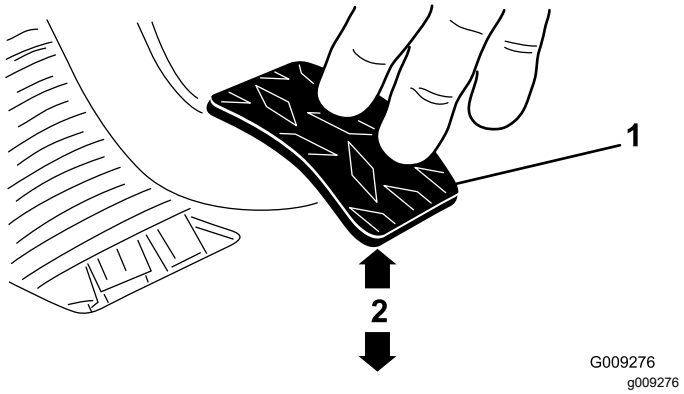

Figura 58
3. Ajuste las contratuercas o la articulación esférica hasta que el borde trasero del pedal del embrague esté a 9.2 mm – 9.8 cm (3⅝" – 3⅞") del borde superior del dibujo a rombos de la chapa de suelo al aplicar una fuerza de 1.8 kg (4 libras) al pedal (Figura 58).